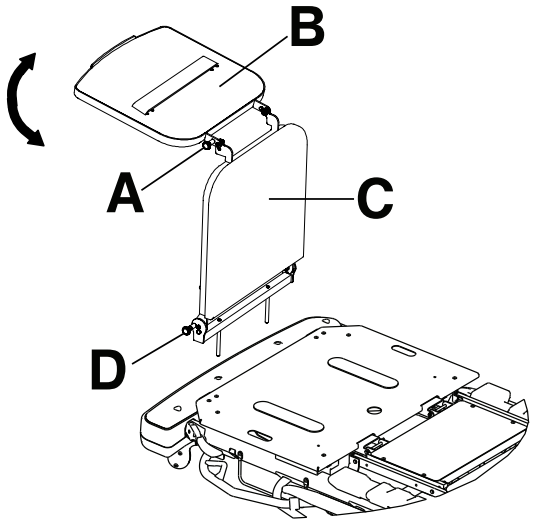

图 7 – 除颤器托盘/床尾延伸板
1. 拉出顶部旋钮 (A)（图 7）。
2. 旋转托盘 (B) 直至托盘在产品足端上方伸平。松开顶部旋钮 (A)。确保除颤器托盘锁定到位。
将除颤器托盘/床尾延伸板转变为床尾延伸板(图 7)：